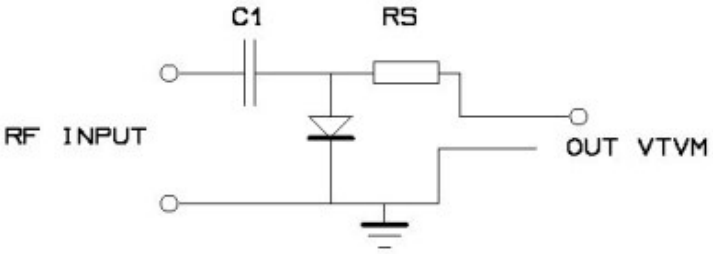
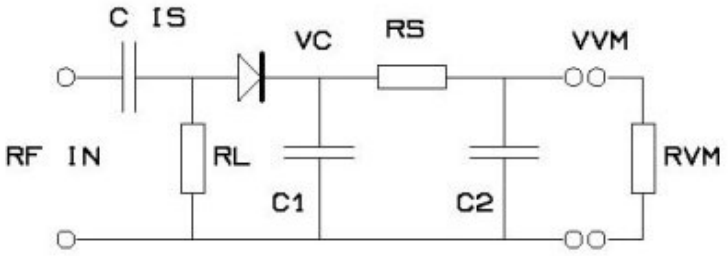

Fig. 3 - La sonda descritta nel manuale
Fig. 4 - Sonda con rettificatore a semionda
Nel mio Handbook ARRL del 1966 c'è la descrizione e schema come da fig.3, in questo caso si parla di diodo "solid state", il classico 1N34 al Germanio, ma lo schema d'inserzione è con il catodo al negativo come per i diodi a valvola, raddrizzando così le semionde negative e quindi occorre invertire la polarità dello strumento.
Consideriamo ora lo schema di fig. 4 e immaginiamo che al posto della resistenza RL ci sia il secondario di un trasformatore: si riconosce che la parte a destra di RL non è altro che lo schema di un semplice alimentatore con raddrizzatore ad una semionda.
Occorre ora passare dal valore di picco al valore efficace, a tale scopo osserviamo che nella fig. 4, Rs la resistenza della sonda che serve ad isolare il carico, costituisce con la resistenza d'ingresso del tester Rvm anche un partitore di tensione.
Tornando ora allo schema dell' Handbook ARRL di fig.3 esso è costituito da un rettificatore shunt, anziché in serie come nello schema di fig. 4.
Mancherebbe un condensatore di filtro per la radiofrequenza, funzione che nello schema di fig. 4 è svolto sia da C1 che da C2, in realtà nello schema di fig. 3 ci sono sia la capacità intriseca del diodo, sia quella del cavetto schermato sull'uscita. (Per confrontare sperimentalmente queste problematiche, ho costruito anche la sonda a rettificatore serie di fig. 4)
- per il tester 1, il tipo shunt di fig. 3 con Rs formata da 3,3 Megaohm+820 kiloohm =4,12 Megaohm nominali, C1 è pari a 100 pF / 600 V
- per il tester 2, il tipo serie di fig. 4 con Rs formata da 270 kiloohm +150 kiloohm =420 kiloohm nominali, Cis è pari a 1000 pF/ 600 V- C1 e C2 sono da 10 nF/bassa tensione, RL = 10 kiloohm, non critica.
Come schermo si utilizza un rettangolino di sottile lamierino di rame o di ferro stagnato (di una vecchia batteria da 9V); per la sonda shunt di fig.3 si saldano su di esso i ritorni del diodo, il filo di massa e la calza del cavetto schermato per il tester, mentre per la sonda serie di fig. 4 si saldano i ritorni di RL, C1, C2, il filo di massa e la calza del cavetto schermato per il tester.
Si pratica un forellino sul lato del contenitore e si infila il filo di massa. All'estremo libero del condensatore C1 per la sonda shunt di fig.3 o del condensatore Cis per la sonda serie di fig.4, dopo averlo infilato nel foro centrale (in origine destinato all'ago), si salda un filo flessibile, più lungo di quanto servirà alla fine. Conviene rinforzare la saldatura con un tubetto plastico o "sterling" per ragioni meccaniche.